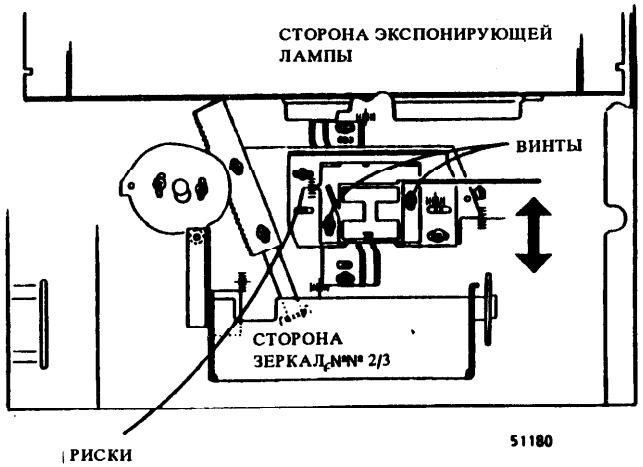

Рис. 1. Регулирование увеличения
4. (Рис. 1): отсоединить шторку объектива от стороны зеркала № 2/3; ослабить два винта на объективе.
5. (Рис. 1): затянуть два винта на объективе.